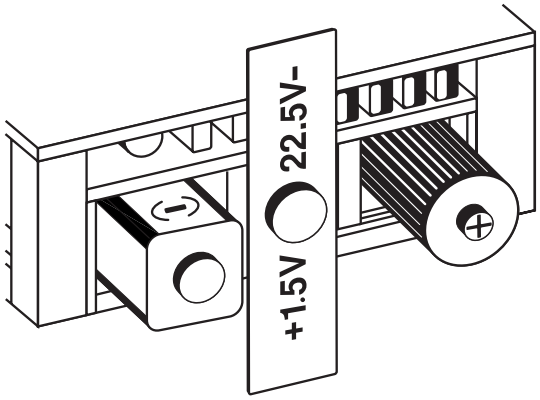

Figure 6-1: Battery Replacement
C. Install new batteries as shown in Figure 6-1.